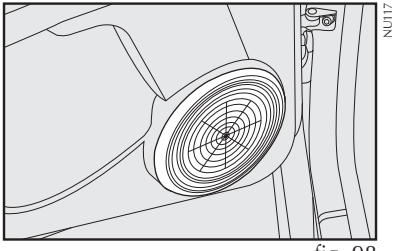

fig. 98
- dois alto-falantes full-range traseiros de 5″ com 20 W RMS de potência cada **fig. 98**.